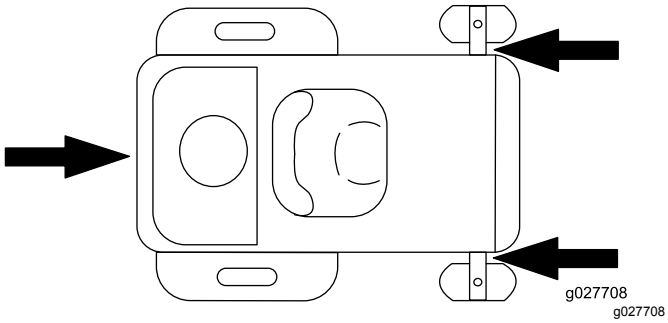

Figur 29
5. Fest maskinen nær de fremre styrehjulene og den bakre støtfangeren (Figur 29).